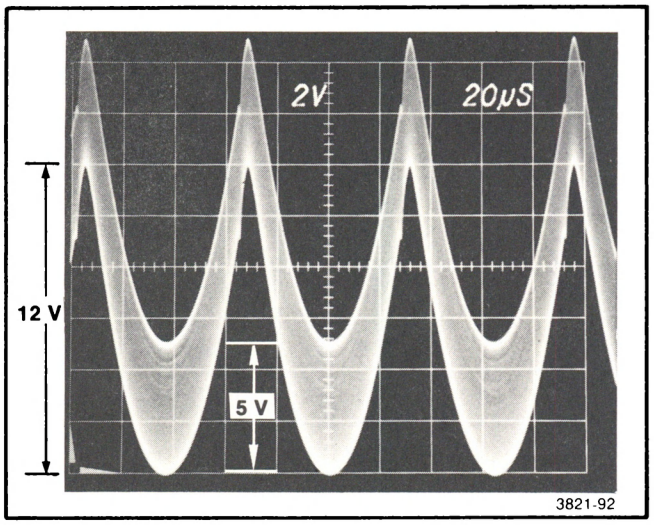

Fig. 7-23. Proper H and V focus waveform amplitudes at TP851 on A9A1.
c. ADJUST—R554 (Dynamic Focus Gain) on the Raster Control board A9A1 to midrange. Adjust R324 (H Focus Cal) on A9A1 for a 12 V peak-to-peak horizontal focus waveform amplitude as shown in Fig. 7-23.
Adjust R640 (V Focus Cal) on A9A1 for a 5 V peak-to-peak vertical focus waveform amplitude. See Fig. 7-23. Adjust R554 (Dynamic Focus) on A9A1 for best overall focus of the convergence crosshatch pattern displayed on the 690SR crt.